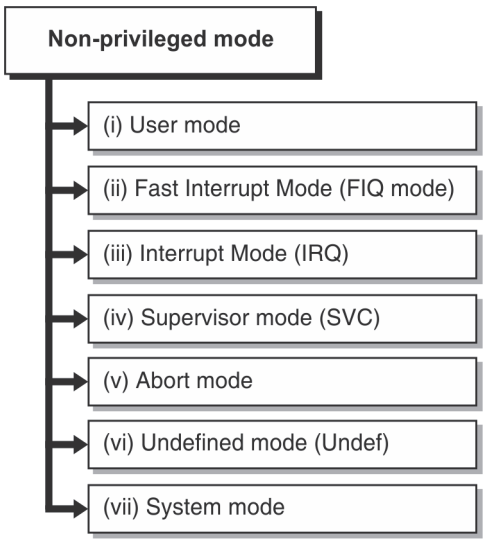

Fig. 2.4.2 : Non-privileged mode
- Non-privileged mode allows only read access to the control field in the CPSR. However it allows read-write access to the condition flags. Non-privileged mode supported by processor core is shown in Fig. 2.4.2 :